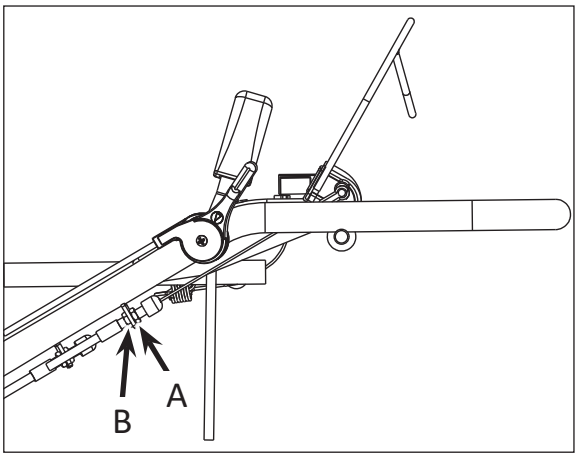

Bild 20
- Wenn der Keilriemen durchrutscht, stellen Sie den Bowdenzug (Bild 20) so ein, dass die Spannfeder richtig gespannt ist.